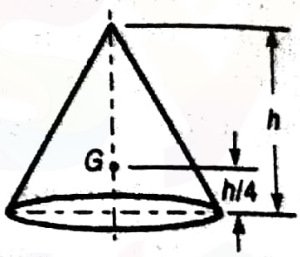

Fig. 1.10
7. The centre of gravity of a right circular solid cone lies at a distance of $h / 4$ from its base measured along the vertical axis, as shown in Fig. 1.10.